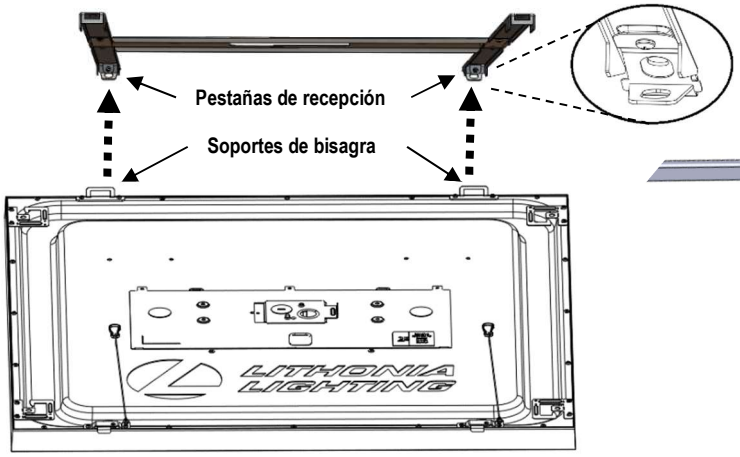

Figura 6A
- Empiece por ubicar los puntos de bisagra en el CPANL. Coloque el panel de manera que lo sostenga con las bisagras alejadas de usted. Consulte la Figura 6A.